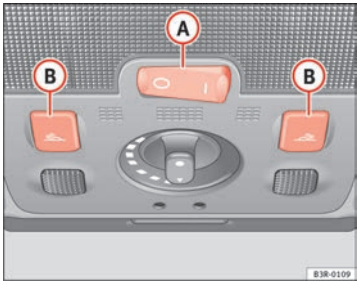

Fig. 92 Detail of headliner: front interior lights
The rocker switch (A) ⇒ Fig. 92 for the front interior light has the following functions: